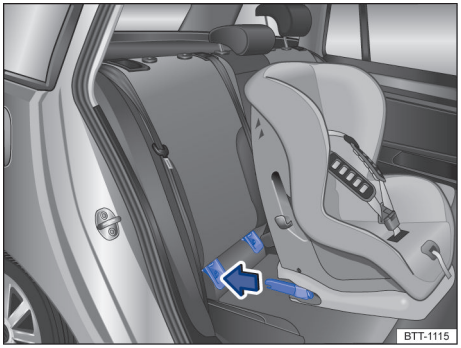

Fig. 43 Schéma de principe : installation d'un siège pour enfants ISOFIX avec verrous
3. Poussez les verrous du siège pour enfants sur les ancrages ISOFIX dans le sens de la flèche → fig. 43. Le siège pour enfants doit s'enclencher de manière sûre et audible.